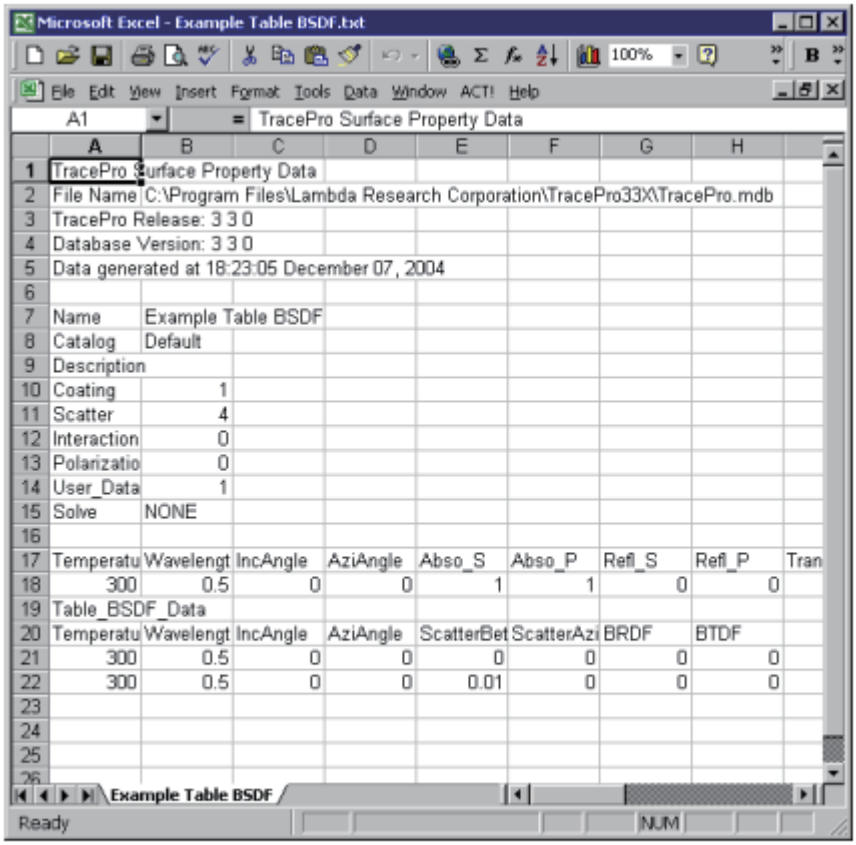

FIGURE 3.19 - Table type surface property with Table BSDF model after importing into Excel.
4. スプレッドシートプログラムへのファイルのインポート : Excel などのスプレッドシートプログラムにファイルをインポートします。（図 3.19 は、Excel にインポートされたサンプルプロパティを示しています。プロパティの右側にはさらに列がありますが、この例では表示する必要はありません。）